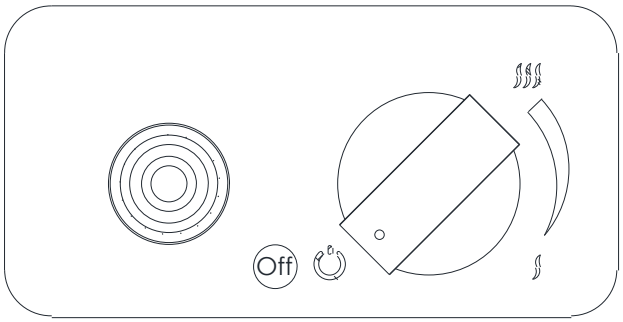

Fig 17 – Spegnimento del dispositivo
- Per spegnere l'apparecchio, premete e ruotate contemporaneamente la manopola in senso orario *(fig. 17).*